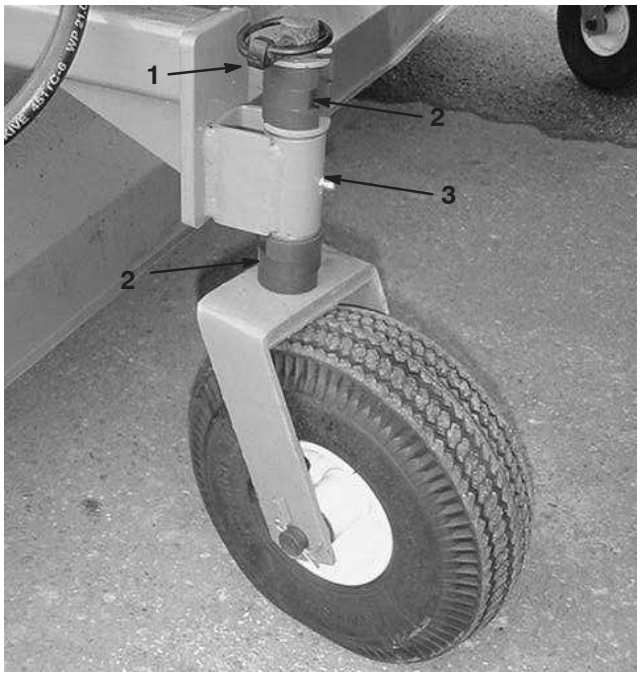

Figure 5
1. Remove the clevis pin from the spindle shaft (Fig. 5).